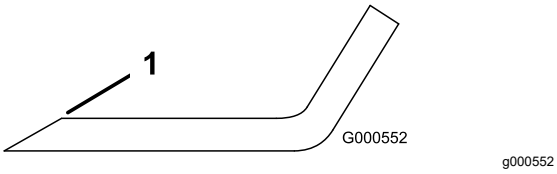

Figur 69
1. Slipa eggarna i båda ändarna av kniven med en fil (Figur 69).
Obs: Om kniven inte är balanserad kan du fila bort lite metall från knivens segeldel (Figur 69).